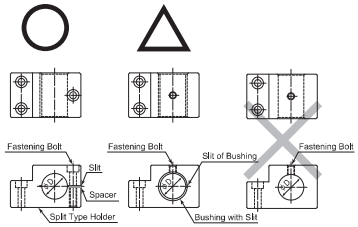

Fig. 8 Fig. 9 Fig. 10
② When installing a spindle to the holder, recommended installation method is shown Fig 8. Refer to " ③ How to fabricate the Split Type Holder. If this is not possible, install as shown in Fig. 9.